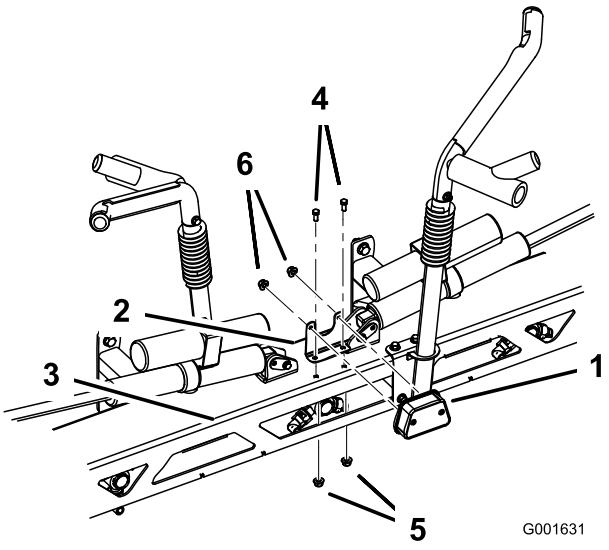

Figur 9
1. Montera bromsljusfästet på stödet för mittrampen med två skruvar (5/16 x 3/4 tum) och två flänsmuttrar (5/16 tum) (Figur 9).
2. Montera bromsljuset på bromsljusfästet med två muttrar (1/4 tum) (Figur 9).